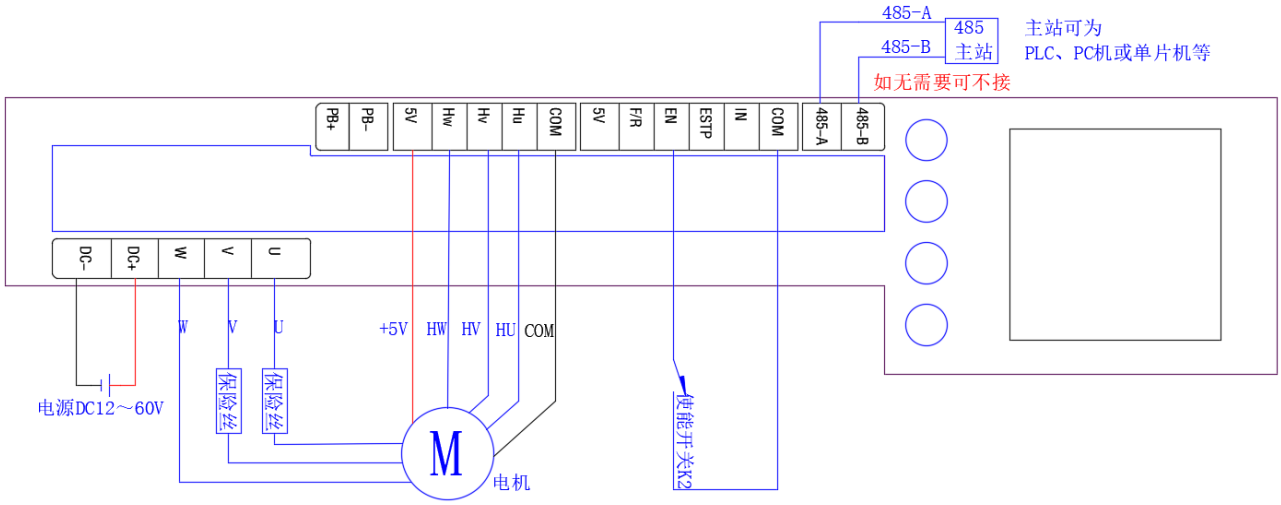

图 5.2 电机相序学习接线图
- 将电机的霍尔电源正极和负极分别接到驱动器霍尔信号接口的 5V 和 GND（正极必须接 5V，负极必须接 GND），将电机的霍尔传感器信号 HU、HV、HW 连接到驱动器霍尔信号接口的 HU、HV、HW，若不清楚电机霍尔传感器信号相序，可不分顺序接入驱动器的霍尔信号接口的 HU、HV、HW 即可。详见**图 5.2**。
3) 使能开关（EN）接线，保持开关断开，如**图 5.2**。
4) 相序学习可以采用按键操作或是通讯测试方式进行，若要使用通讯测试方式进行相序学习，则需要接上 USB-485 转换器。接线，如**图 5.2**。